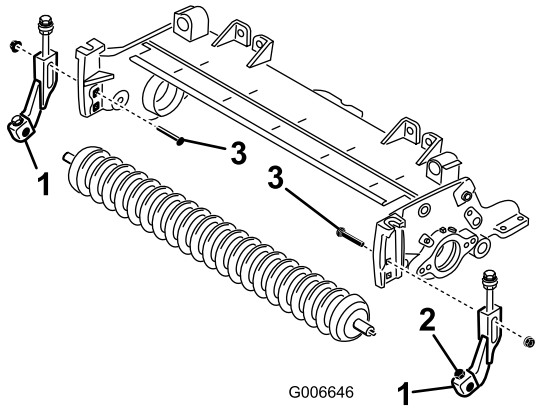

Figura 6
11. Centre o rolo entre os suportes de altura de corte e encaixe-o, fixando-o nos suportes, com os parafusos e porcas de retenção (Figura 6).